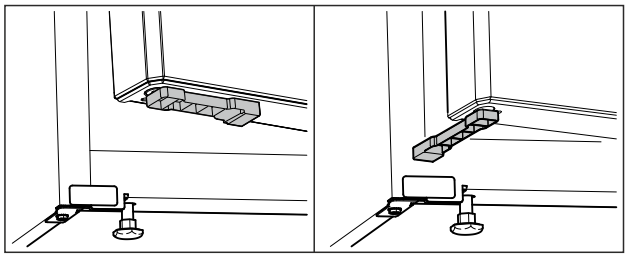

*Fig. 78 **
- ▶ Rotiți distanțierul ușii cu 90°. (vezi Fig. 78) *